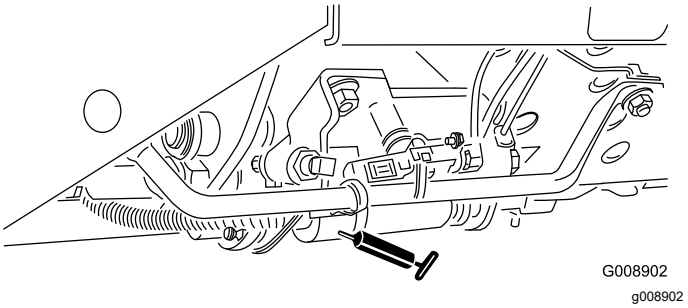

**Figur 68**
- Skjutreglage för klippning/transport (Figur 68)